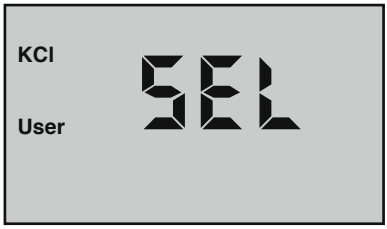

Figure 29
5. Press ▲ MS or MR ▼ keys to select a Standard Solution to be linked to the User mode calibration constant. In Figure 29 the display indicates that “**User**” is linked to “**KCl**”.